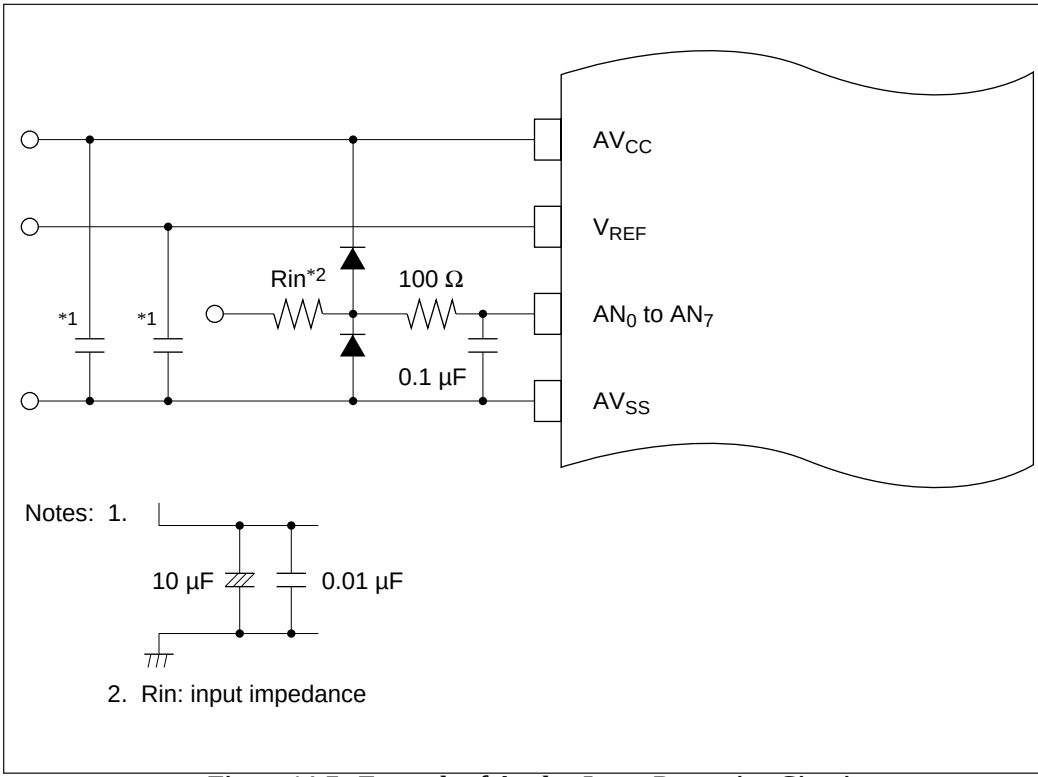

Figure 14-7 Example of Analog Input Protection Circuit
5. Note on Noise: To prevent damage from surges and other abnormal voltages at the analog input pins (AN_0 to AN_7) and analog reference voltage pin (V_{REF}), connect a protection circuit like the one in figure 14-7 between AV_{CC} and AV_{SS}. The bypass capacitors connected to AV_{CC} and V_{REF} and the filter capacitors connected to AN_0 to AN_7 must be connected to AV_{SS}. If filter capacitors like the ones in figure 14-7 are connected, the voltage values input to the analog input pins (AN_0 to AN_7) will be smoothed, which may give rise to error. Error can also occur if A/D conversion is frequently performed in scan mode so that the current that charges and discharges the capacitor in the sample-and-hold circuit of the A/D converter becomes greater than that input to the analog input pins via input impedance Rin. The circuit constants should therefore be selected carefully.